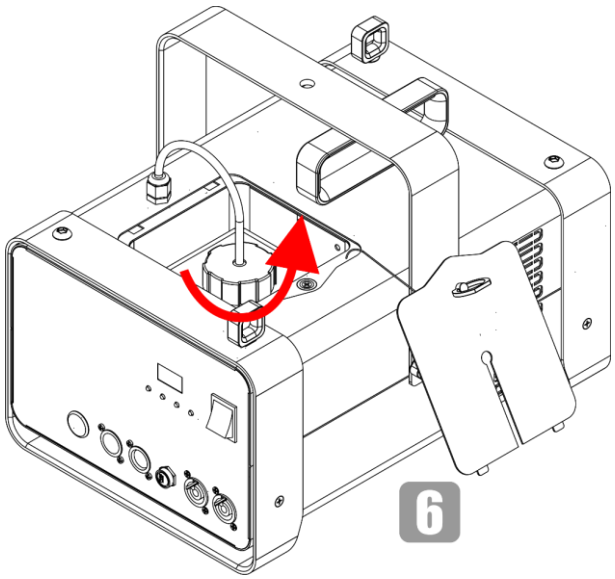

Fig. 25
06) Unscrew the lid on the fluid tank, as shown in Fig. 25.